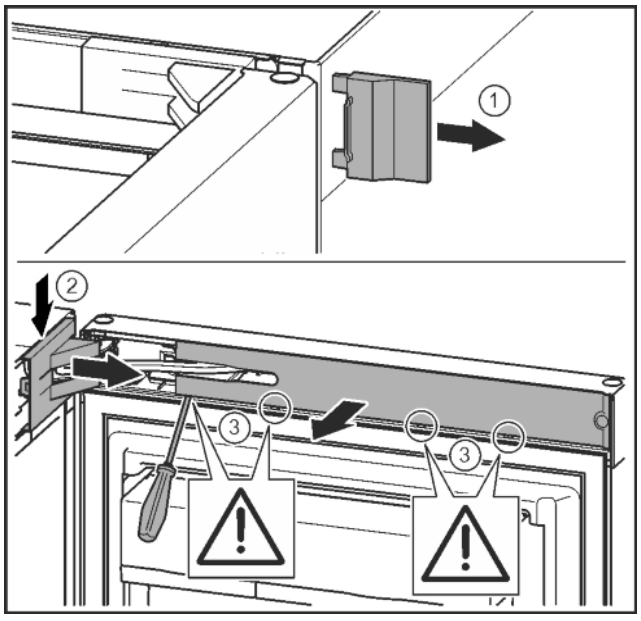

Fig. 9
▶ Снять внешнюю крышку. *Fig. 9 (1)*
▶ При помощи отвертки освободить крышку опорного кронштейна и отсоединить. Снять крышку опорного кронштейна. *Fig. 9 (2)*
▶ Шлицевой отверткой вывести накладку из зацепления и отвести в сторону. *Fig. 9 (3)*